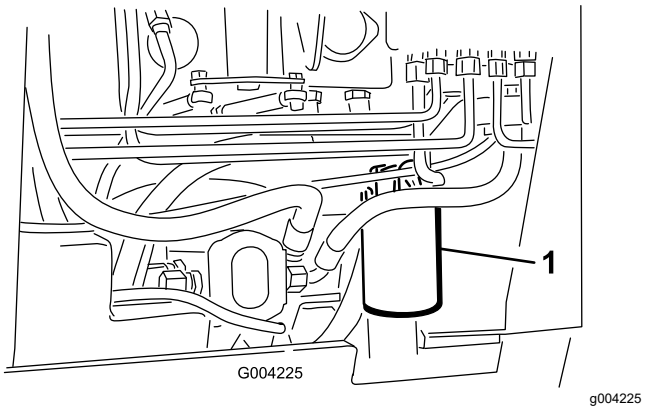

Rysunek 61
4. Umieść pod filtrem pojemnik na zużyty olej (Rysunek 61).
5. Wyjmij stary filtr (Rysunek 61) i wytrzyj powierzchnię uszczelki adaptera filtra.
7. Zainstaluj nowy filtr oleju hydraulicznego w adapterze filtra (Rysunek 61). Obracaj filtr w prawo, aż gumowa uszczelka zetknie się z adapterem, a następnie obróć filtr o dodatkowe 3/4 obrotu.